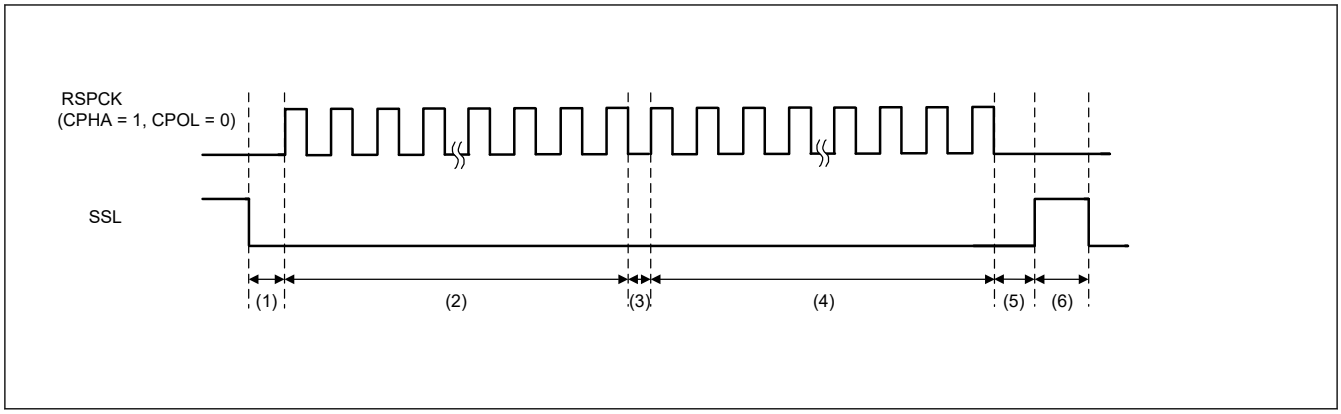

図 30.47　SSLKP ビットを利用したバースト転送の動作例 (BFDS = 1)
図 30.47 に SPCMD0 および SPCMD1 レジスタの設定値を使用してバースト転送を実現した場合の SSL 信号の動作例を示します。以下では、図 30.47 に示す (1)～(6) の SPI の動作内容について説明します。SSL 出力信号の極性は、SPI スレーブ選択極性レジスタ (SSLP) の設定値に依存します。